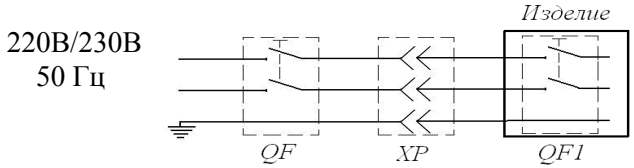

Рис.1. Схема подключения изделия к электросети
5.4. Изделие должно подключаться к питающей электрической части (рис.1) через автоматический выключатель комбинированной (тепловой и электромагнитной) защиты с номиналом установки по току: ВС 15-110, ВС 15-130, ВС 15-160-10А;